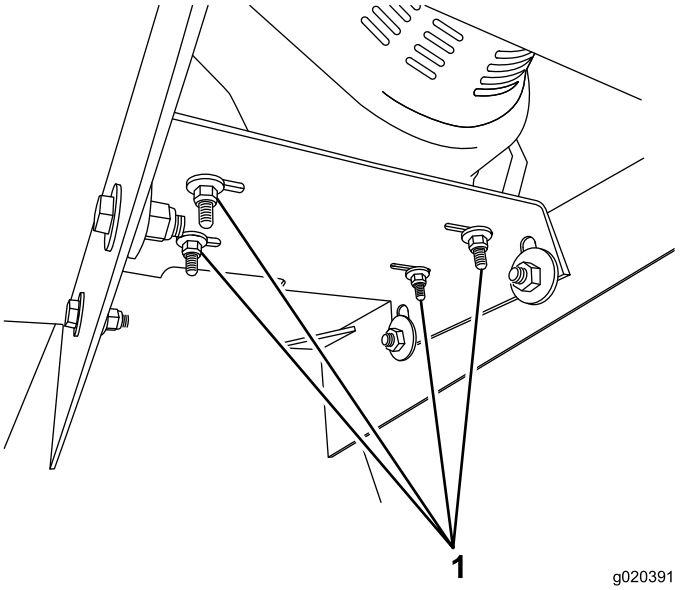

Figure 56
5. Loosen the 4 nuts and bolts that secure the engine to the engine mounting plate (Figure 56).
6. Torque the 4 mounting nuts and bolts to 24 N·m (18 ft-lb) each (Figure 56).